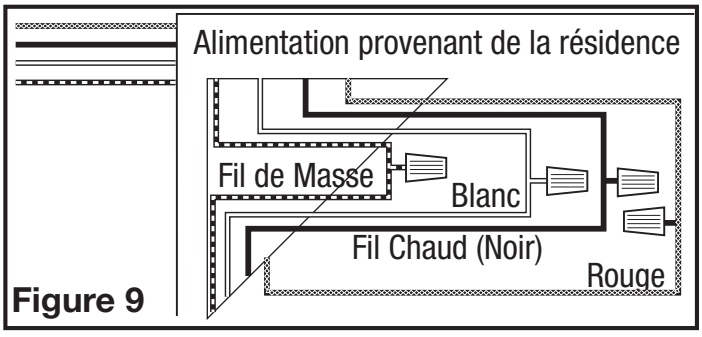

Figure 9
3. À partir de l'endroit où vous avez choisi d'accéder à la boîte de jonction du ventilateur, connectez le fil blanc de la maison au fil blanc du ventilateur. Connectez le fil de la position automatique sur l'interrupteur mural au fil noir du ventilateur, connectez le fil de la position manuelle sur l'interrupteur au fil rouge du ventilateur. Connectez le fil de terre de la maison au fil vert du boîtier du ventilateur **(Figure 9)**. Utiliser des méthodes approuvées pour toutes les connexions.